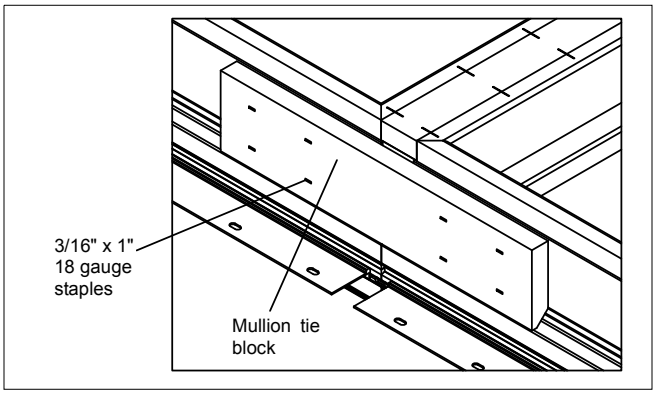

**Figure 4**
4. Attach mullion tie block at sill with at least four 3/16″ x 1″ 18 gauge staples on each side of mullion as shown in figure 4.